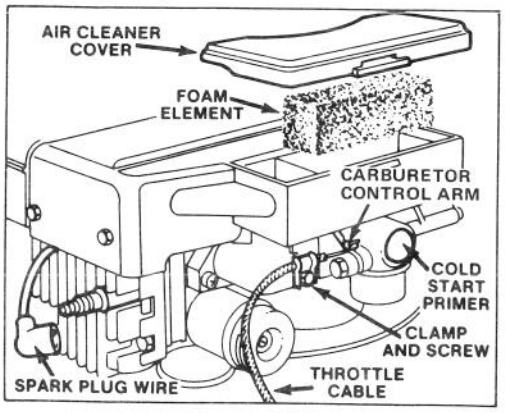

Figure 13
2. Push spark plug wire onto spark plug (Fig. 13).
Before starting engine when temperature is below 50° F (10° C), push cold start primer 5 times (Fig. 13), pausing 2 seconds between each push.
1. Stop engine and pull wire off spark plug (Fig. 13).
2. Lift off air cleaner cover. Clean cover thoroughly (Fig. 13).
3. If top of foam element is dirty, remove it from air cleaner body (Fig. 13). Clean thoroughly.
2. Clean around spark plug and remove plug from cylinder head (Fig. 13).
4. Loosen cable clamp screw until throttle cable slides (Fig. 13). Move carburetor control arm as far to the left as possible. Pull throttle cable slightly to remove any slack and tighten cable clamp screw to lock adjustment in place.